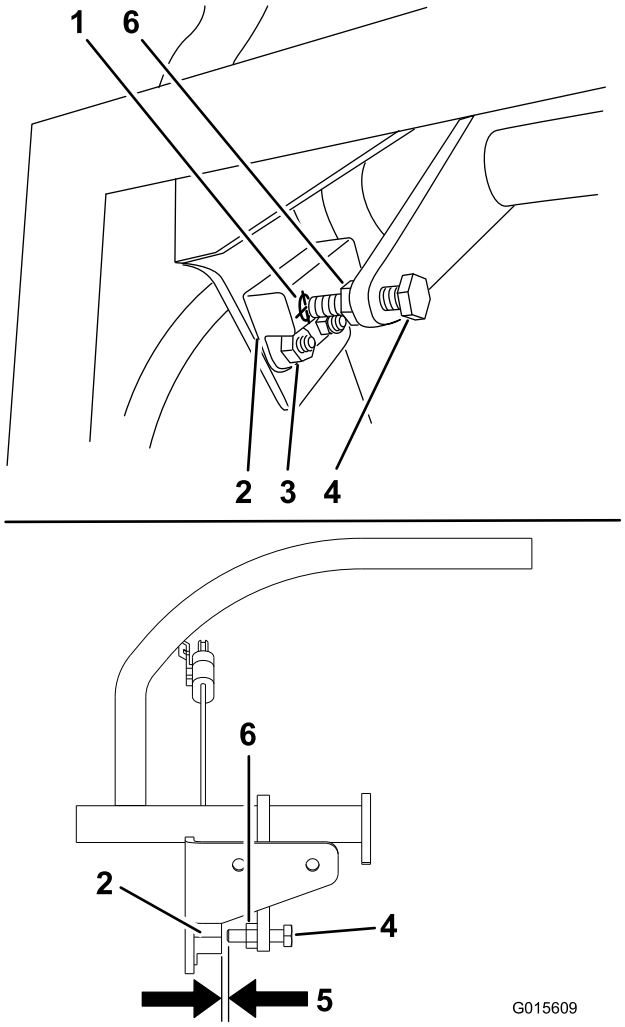

Figur 58
1. Kontrollera och se till att bulten på rörelsereglaget ligger i linje med avståndsbrytarens mål (Figur 58).
2. Vid behov lossar du bultarna och justerar avståndsbrytaren tills målet ligger i linje med bulten på rörelsereglaget (Figur 58).
3. Kontrollera bultens avstånd till avståndsbrytaren. Det ska ligga mellan 1,27 och 2,29 mm (Figur 58).
4. Om justering behövs, lossa kontramuttern och justera bulten till rätt avstånd. Dra åt kontramuttern efter justeringen av bulten (Figur 58).